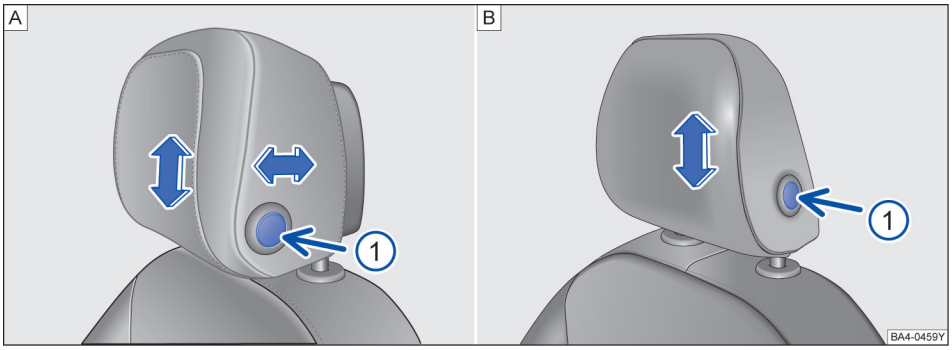

图 77 调整前部头枕：A 可纵向调节的功能，B 无纵向调节功能
– 向上推或向前调节头枕→ 图 77，同时沿箭头方向移动头枕→ ⚠。
– 下压或向后调节头枕，按下侧面按钮→ 图 77 ①，同时沿箭头方向移动头枕→ ⚠。